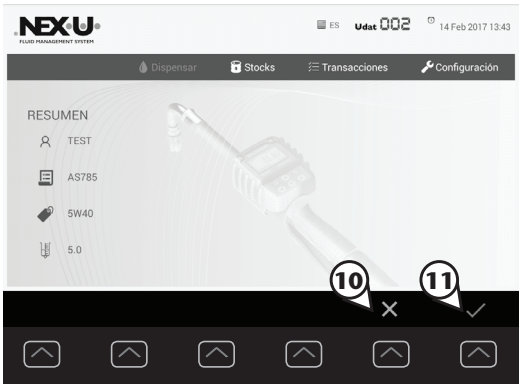

Рис. 17
В итоге появится экран со всеми введенными данными в предыдущих четырех шагах (рис. 17). Если какой-либо из параметров необходимо изменить, нажмите иконку отмены (10). Если все данные корректны, нажмите иконку подтверждения (11), чтобы начать выдачу.